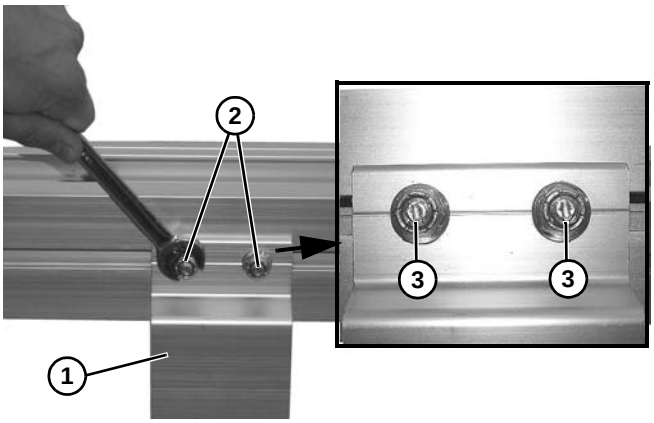

Figure 16
4. Fasten brackets **(Figure 16, item 1)** to conveyor with nuts **(Figure 16, item 2)** on studs. Turn nuts clockwise to rotate studs in side slots.
*Be certain that stud slot **(Figure 16, item 3)** is close to vertical when finished tightening nut.*
5. Tighten nuts **(Figure 16, item 2)**.